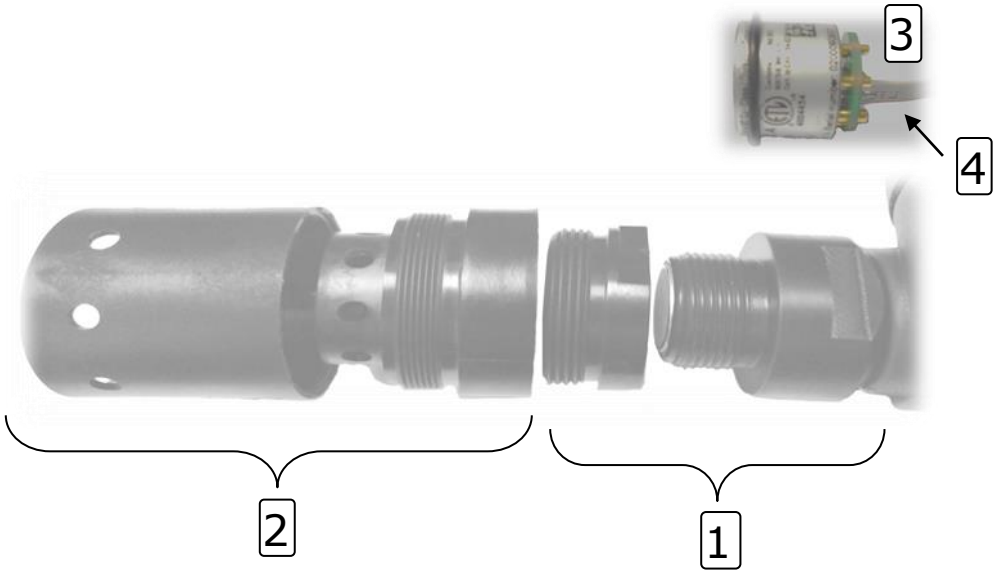

Рис. 2 Конструкция блока сенсора
1.4.2 Блок сенсора состоит из корпуса Рис. 2, внутри которого находится сенсор электрохимического или оптический инфракрасного типа. Специальный защитный фильтр обеспечивает необходимую защиту сенсора от пыли и повышенной влажности окружающей среды, а также выполняет функцию калибровочной камеры.